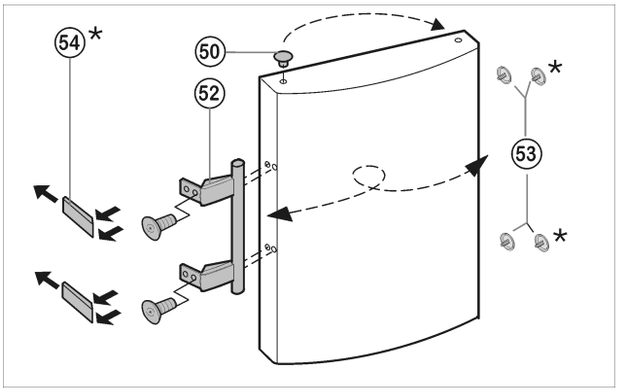

*Fig. 14*
- ▶ Retire el tapón *Fig. 14 (50)* del casquillo de cojinete de la puerta y cámbielo de sitio.
- ▶ Desmonte el tirador de la puerta *Fig. 14 (52)*, los tapones *Fig. 14 (53)* y las placas de presión* *Fig. 14 (54)* y cámbielos al lado opuesto.